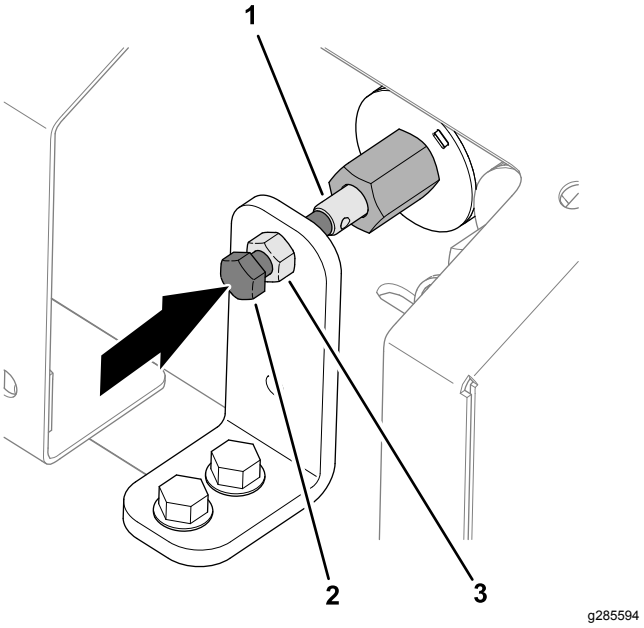

Rysunek 30
1. Poluzuj nakrętkę zabezpieczającą na wsporniku sterowania ręcznego (Rysunek 30).
2. Obracaj śrubę z łbem sześciokątnym służącą do ręcznego sterowania zaworem w prawo, aby zwiększać prędkość podłogi (Rysunek 30).